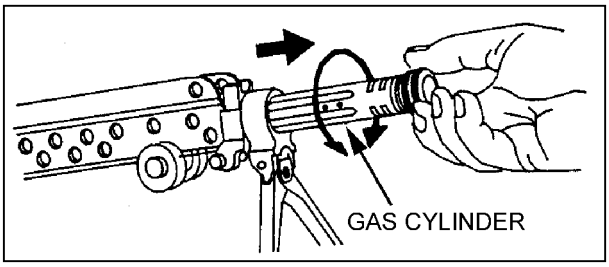

Figure 1-17. Removal of the gas cylinder group.
f. **Removing the Gas Cylinder Group**. To remove the gas cylinder from the receiver (Figure 1-17), grasp the gas cylinder at the top of the bipod legs, turn it to the left or right to release the locking spring, and then pull it away from receiver.